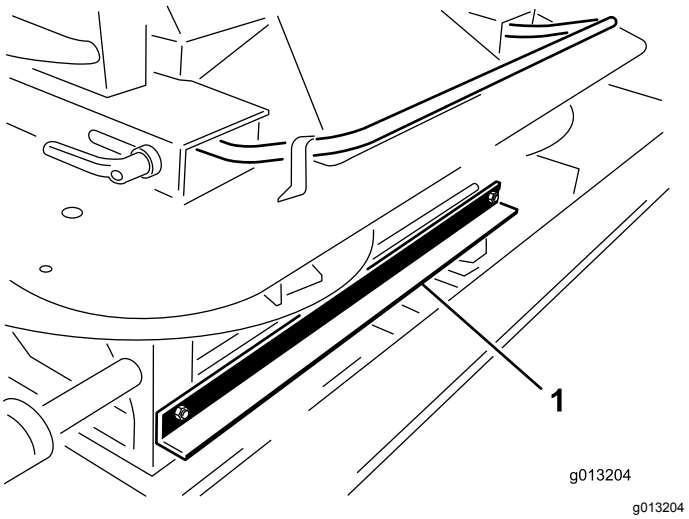

Figur 4
3. Fjern de to bolte og møtrikker fra forenden af den dobbelte spinder, som fastgør leveringsbeslaget fra maskinens løfteanordning på den dobbelte spinder (Figur 4).